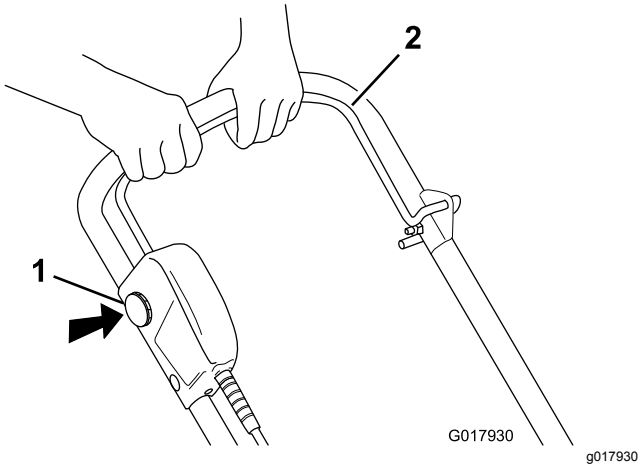

Figura 10
1. Per avviare il motore, inserite il tasto di interblocco, tenete premuto il pulsante di interblocco e premete la barra di comando dell'alimentazione verso la stegola (Figura 10).